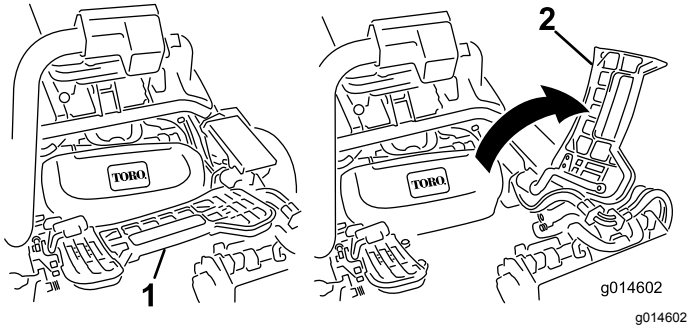

Rysunek 31
1. Unieś podnóżek i odchyl go do pozycji otwartej w celu uzyskania dostępu do centralnego zespołu tnącego (Rysunek 31).